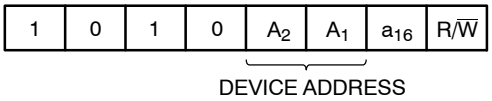

Figure 3. Slave Address Bits
The Master initiates data transfer by creating a START condition on the bus. The Master then broadcasts an 8−bit serial Slave address. The first 4 bits of the Slave address are set to 1010, for normal Read/Write operations (Figure 3). The next 2 bits, A2, A1, select one of 4 possible memory devices connected on a single I^2C bus. The A2 and A1 bits must match the state of the external address pins. The seventh bit, a16 is the most significant internal address bit. The last bit, $R/\overline{W}$, specifies whether a Read (1) or Write (0) operation is to be performed. To select an internal memory location (data byte) a 17−bit address word is required: a16 bit from the Slave address byte followed by two address bytes.